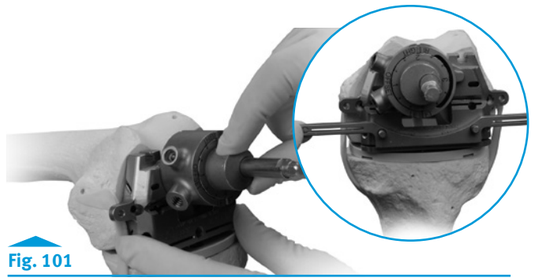

Fig. 101
- Rotate the bushing within the adapter until an optimal position is determined **(Fig. 101)**.
- Insert the tabs of the Revision Rotational Alignment Guide into the posterior cutting slot, and rotate the guide until the handles are aligned with the transepicondylar axis **(Fig. 101)**.